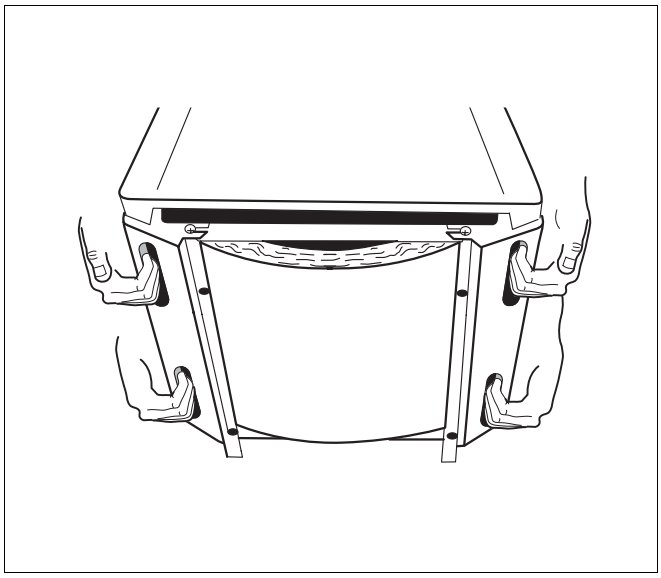

Rys. 6 Podnoszenie i przenoszenie kotła grzewczego
- Chwycić kocioł grzewczy na wgłębieniach w płaszczu kotła i ustawić na zasobnikowym podgrzewaczu c.w.u. (rys. 6).